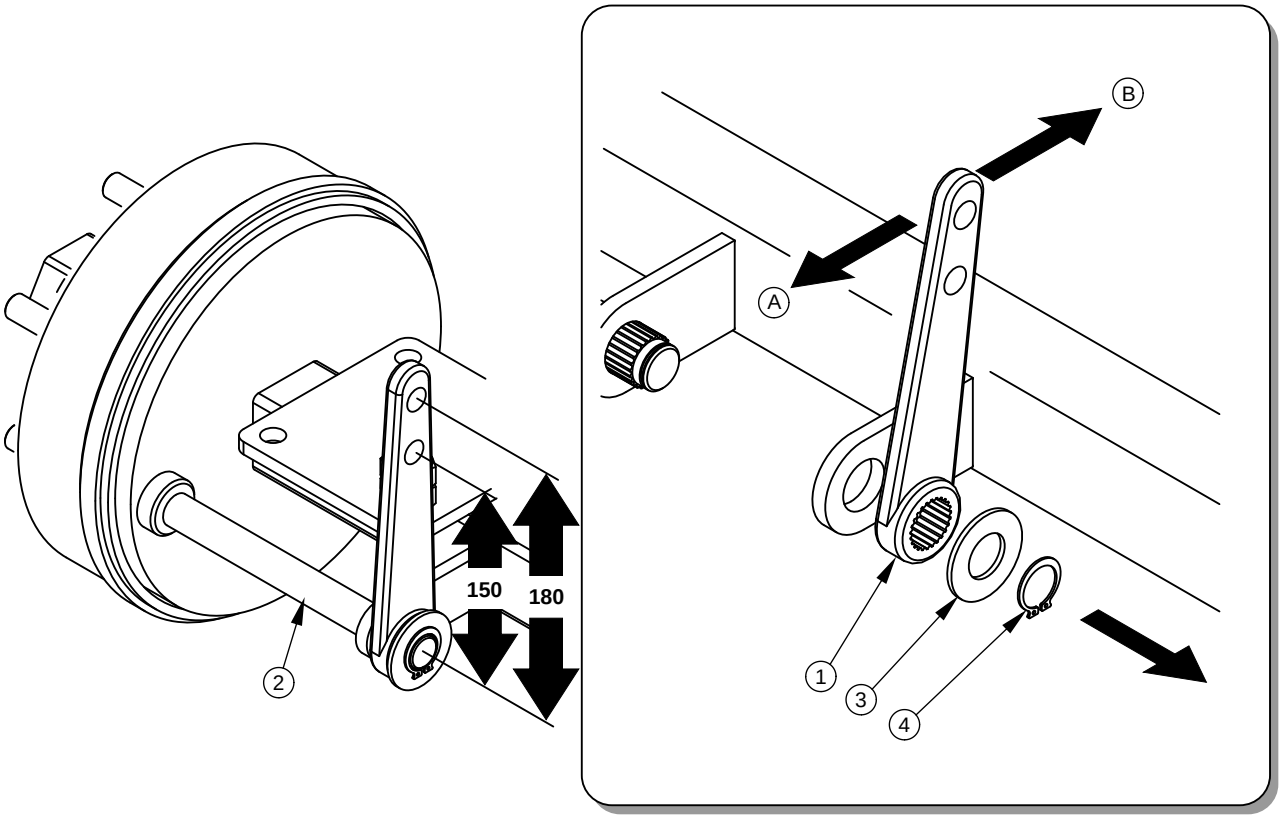

РИСУНОК 5.4 Регулирование механических тормозов ходовых осей
Колеса прицепа должны тормозить одновременно. Регулирование тормозов состоит в изменении положения плеча разжимного кулака (1) (*РИС. 5.4*) по отношению к валу разжимного кулака (2).